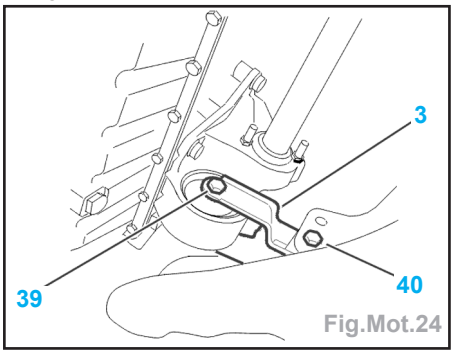

Fig.Mot.24
- les vis (29) à 3 daN.m,
- l'écrou (28) à 6,5 daN.m.
- le support bac batterie (27),
- les fixations (26), serrer à 1,9 daN.m.
- Reposer la biellette anti-couple (3) (Fig.Mot.24).